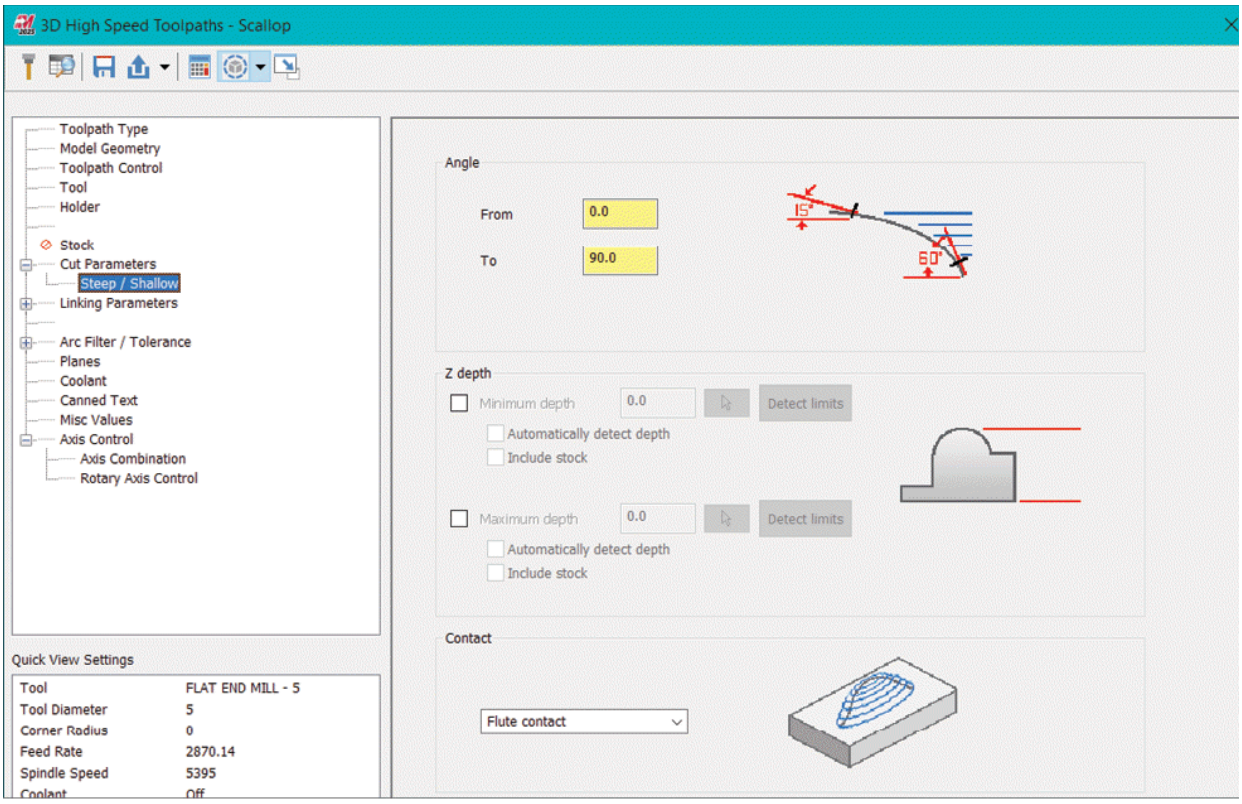

Figure-47. Steep/Shallow page
- Select the **Steep/Shallow** option from the left area to specify how cutting tool will follow the steep/shallow surface of workpiece; refer to Figure-47.